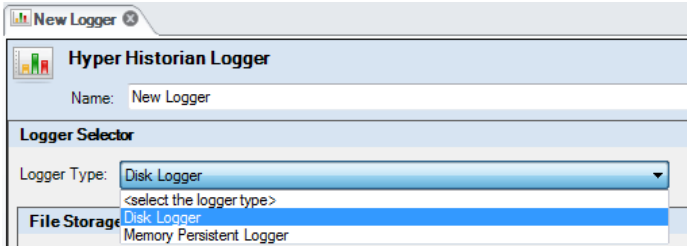

Figure L2.7 - Logger Configuration
3. Once the new logger opens, select **Disk Logger** from the **Logger Type** drop-down list, as shown in Figure L2.7.